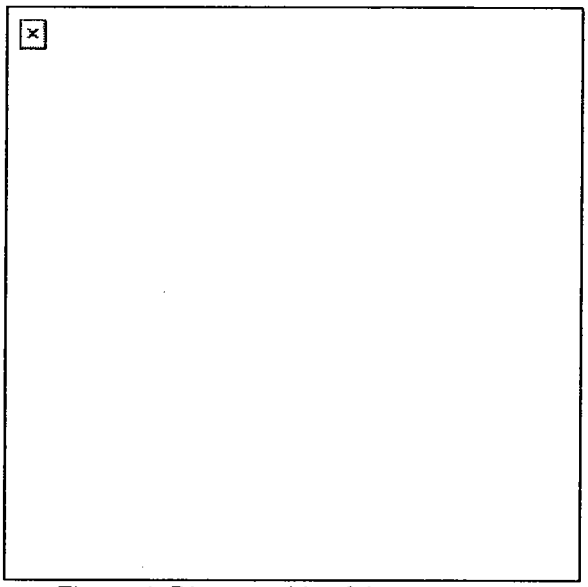

Figure 4. Disassembly of the magazine.
i. Disassemble the magazine (Figure 4).
(1) Attach a bore brush to a cleaning rod. Moisten the bore brush with CLP and insert it into the chamber end of the barrel. Make sure the brush completely clears the muzzle before you pull it back through the bore. Repeat this procedure several times to loosen carbon deposits.
(2) To clean and dry the barrel, push a clean swab through the bore. Repeat as necessary with fresh swabs until a swab comes out clean.
(3) Clean locking block with a soft brush.
(4) Clean the recoil spring and spring guide with CLP and a soft brush or cloth.
d. Magazine (Figure 4).
(1) Wipe the magazine tube and the follower with CLP, a cloth, and a soft brush.
(1) Check for bends, chips, and cracks.
(2) Check to ensure the slide stop and magazine stop move freely.
(3) Check the guide rails for excessive wear, burr, cracks, or chips.
e. Magazine assembly (Figure 4).
(1) Check for damage to the spring and follower.
(2) Inspect magazine lips to ensure they are not bent excessively and to ensure they have no cracks and burrs.
(3) Check to ensure the magazine tube is not bent.